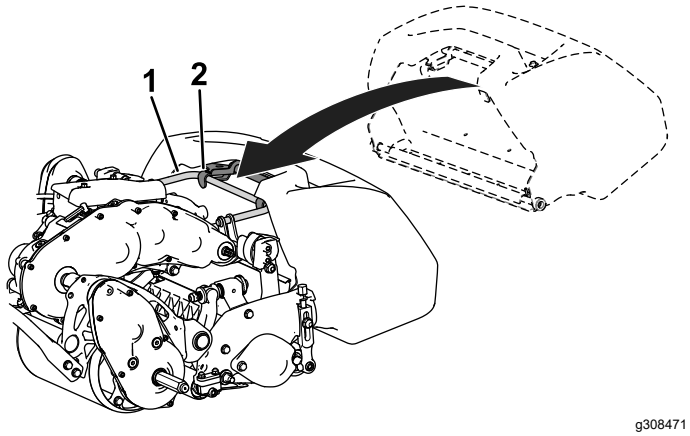

Figura 4
2. Guidate il coperchio del cesto tra le piastre laterali dell'apparato di taglio e sopra il rullo anteriore (Figura 4).
3. Installate i ganci del cesto sull'anello del telaio (Figura 4).